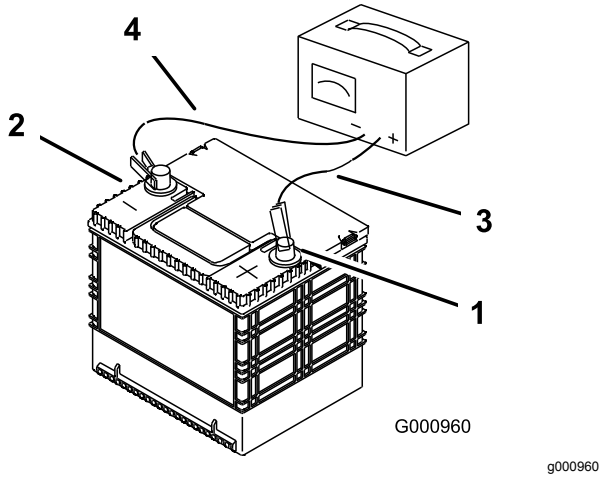

Figure 44
3. Quand la batterie est chargée au maximum, débranchez le chargeur de la prise, puis débranchez les fils du chargeur des bornes de la batterie (Figure 44).